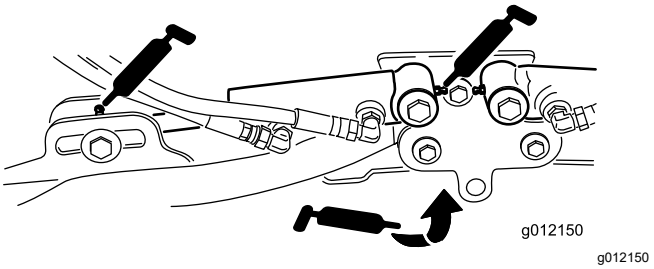

**Figuur 71**
- Cilinders van hefarm van maaidek (2 elk) (Figuur 71)
- Draaipunten van hefarm (1 elk) (Figuur 71)